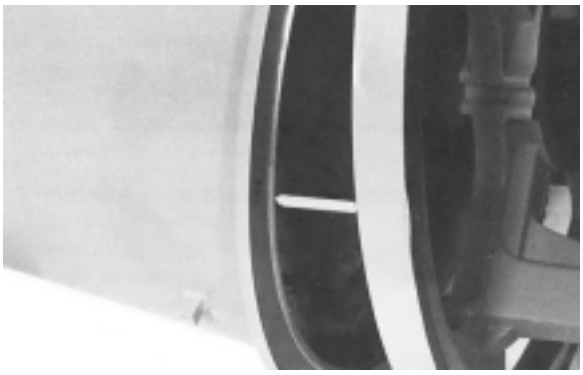
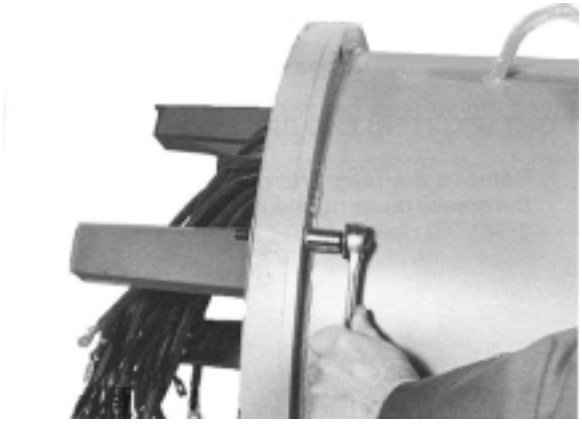

Figure 6-52
Figure 6-53
1.Install two guide pins (threaded rod can be used) into the generator side of the end bracket mounting holes. Align the guide pins with the holes in the generator frame and slide the bracket onto the frame. (Figure 6-52.) Install bracket mounting cap screws. (Figure 6-53.)